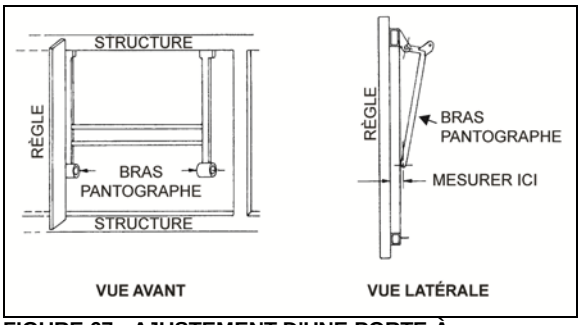
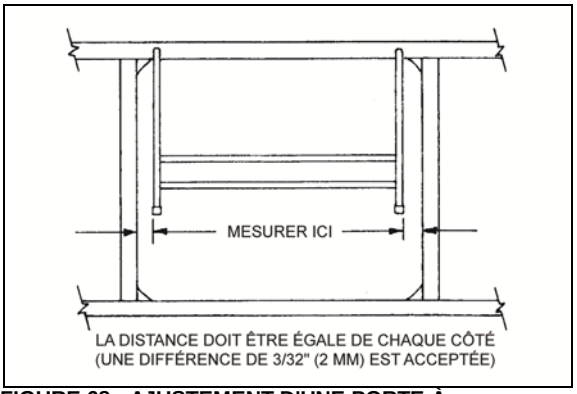

FIGURE 67 : AJUSTEMENT D'UNE PORTE À PANTOGRAPHE 18062
FIGURE 68 : AJUSTEMENT D'UNE PORTE À PANTOGRAPHE 18063
Mesurer la distance entre l'extrémité de l'un des bras du pantographe et un bord droit de la structure. Répéter la procédure pour l'autre bras. La distance doit être égale des deux côtés. Si ce n'est pas le cas, incliner le bras approprié jusqu'à ce que la mesure souhaitée soit obtenue (Figure 67 et Figure 68).
5. Lorsque la porte est droite, enlever les morceaux de bois et vérifier que la porte fonctionne et est ajustée correctement. Une différence de 3/32 po (2 mm) est acceptée entre les deux côtés (Figure 68).